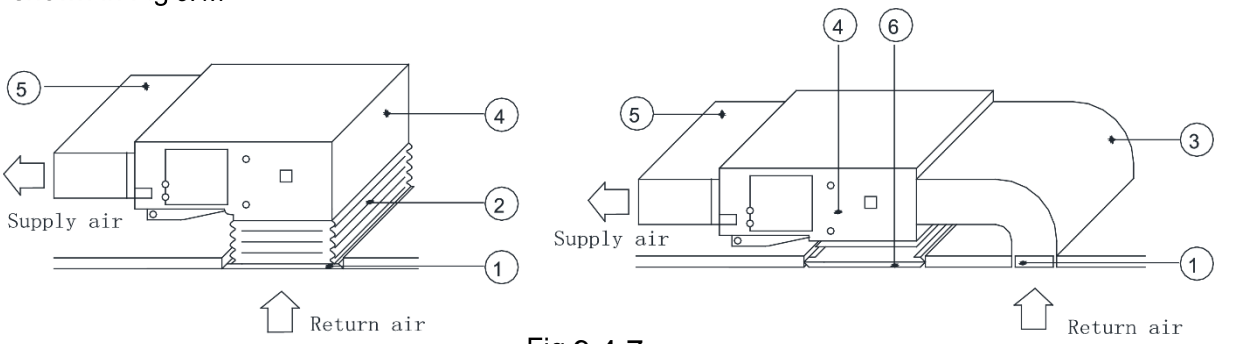

Fig 9.4.7
(5)The installation method can be choosen with considering the conditions of the building and maintenance etc. as shown in Fig 9.4.7